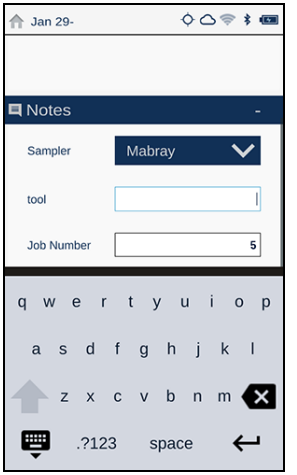

Рис. 2-32 Дополнительное примечание
2. На экране **В реал. врем.** нажмите на строку **Примечания**, чтобы открыть примечание (см. Рис. 2-32 на стр. 42).